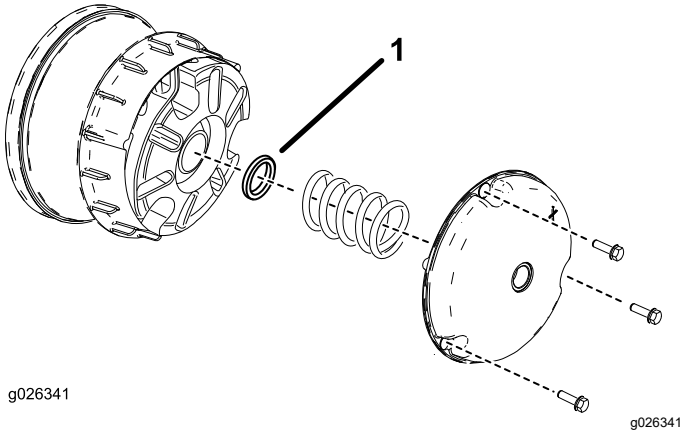

**Figuur 64**
2. Verwijder de bouten waarmee de kap van de primaire koppeling is bevestigd zoals getoond in Figuur 64.